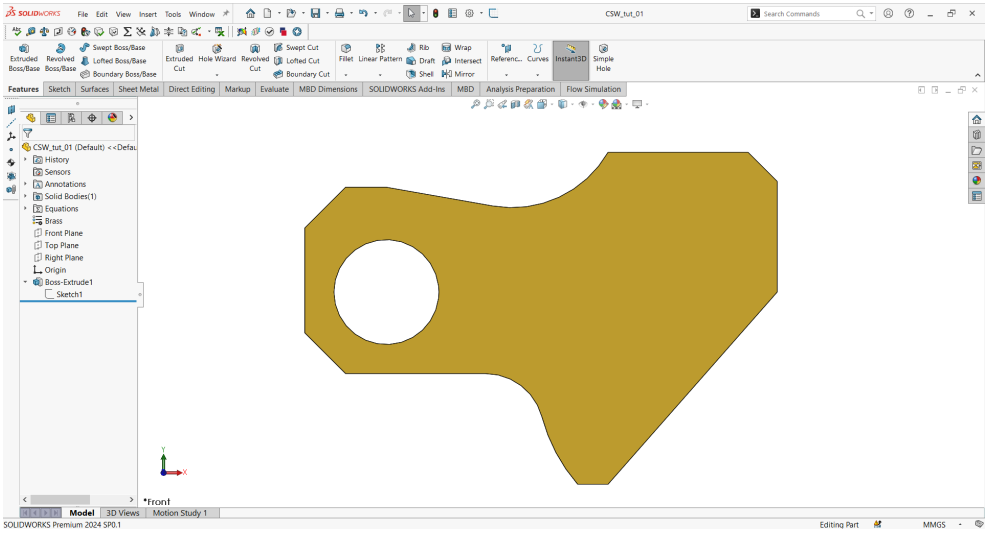

Figure 5 *The modified model*
2. Choose **Edit Sketch** from the pop-up toolbar; the sketching environment is displayed. Change A and B parameters as provided in the question. Exit the sketching environment. The modified model is shown in Figure 5.